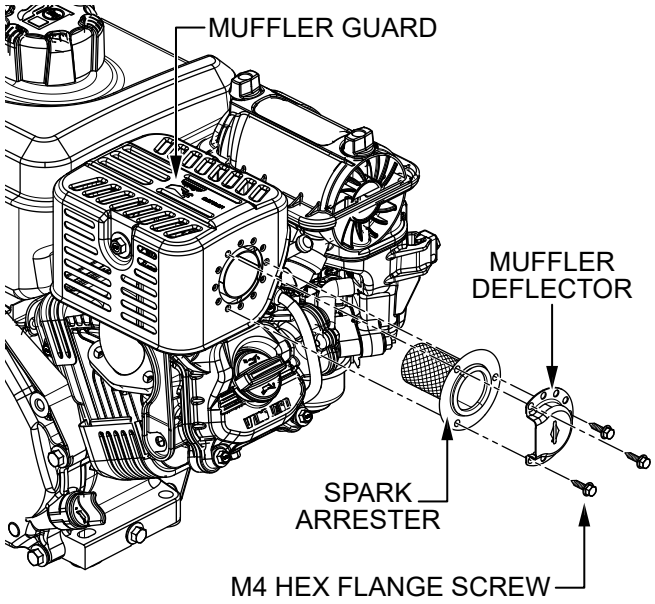

Figure 62. Spark Arrester Removal
2. Remove and retain the three M4 hex flange screws securing the muffler deflector and spark arrester to the muffler guard (Figure 62).